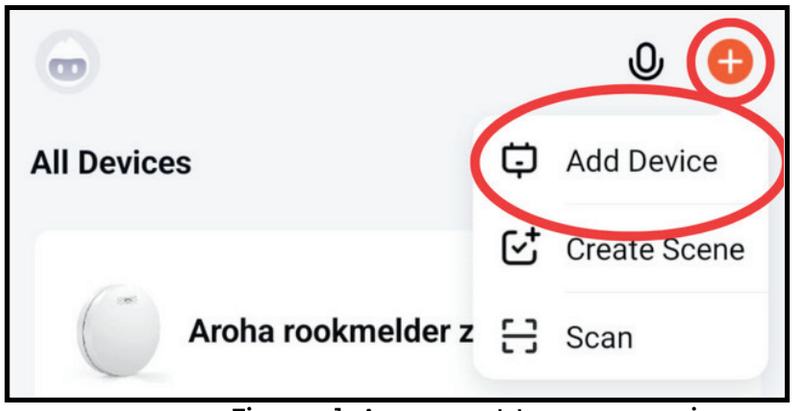

Figuur 1: Apparaat toevoegen in app
5. Klik op de "**+**" in de rechterbovenhoek van het startscherm van de app. Kies vervolgens voor "**Add Device**", zoals u ziet in Figuur 1. De app gaat nu automatisch op zoek naar apparaten die in de verbindmodus staan. Volg de stappen zoals beschreven in de app.